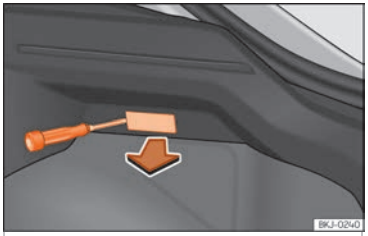

Fig. 112 Luz da bagageira.
– Extraia a tulipa pressionando o rebordo da parte interior da mesma, com a ajuda da parte plana de uma chave de parafusos ››› Fig. 112.